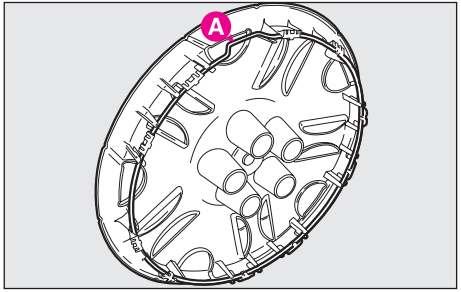

fig. 11
23) Refit the wheel cap (where fitted) and make groove **A-fig. 11** match with the wheel inflation valve.